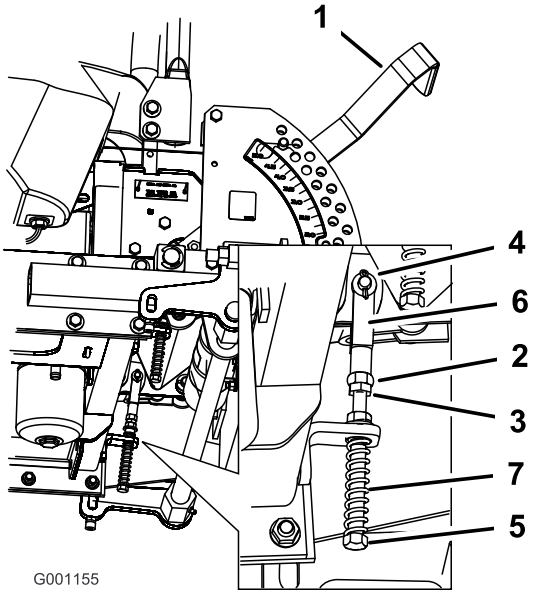

**Figuur 68**
8. Als de schakelhendel moet worden afgesteld, draait u de moer en de contramoer tegen de gaffel (Figuur 68).
9. Oefen een lichte achterwaartse druk uit op de schakelhendel, draai de kop van de stelbout in de juiste richting totdat de hendel in de vergrendelde neutraalstand is gecentreerd (Figuur 68).
10. Draai de moer en de contramoer vast (Figuur 68).